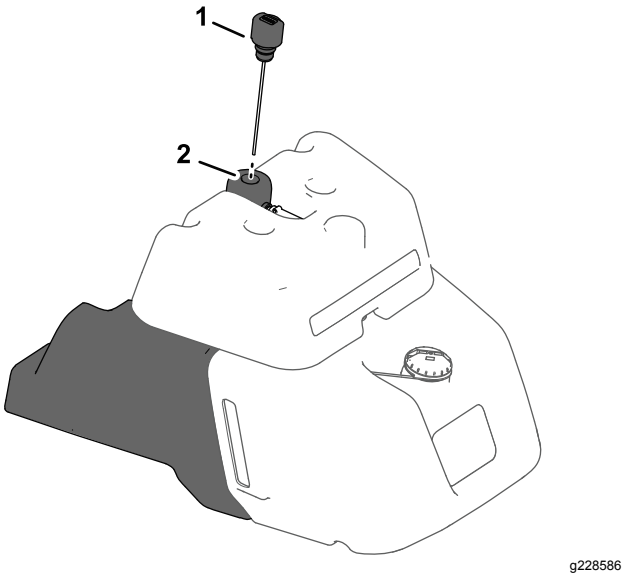

Figuur 37
- Als uw tank een kijkglaasje aan de zijkant van de brandstoftank heeft, ga dan naar de peilstok van het hydraulisch systeem bovenaan de hydraulische tank (Figuur 37) en ga verder met stap 5.